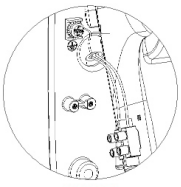

Bild Nr. 8
2. Anschluss- und Erdkabel (3 Kabel 14 AWG/105°C) durch die vorgesehene Kabeldurchführung in der Grundplatte (Ø 22 mm bzw. Ø 0,87") anschließen, wie in Bild Nr. 8 dargestellt.
4. Die beiden Phasen (N und L) an der Klemme und das Erdkabel an der dafür vorgesehenen Erdungsschraube (Klasse I) anschließen, wie in Bild Nr. 8 dargestellt.